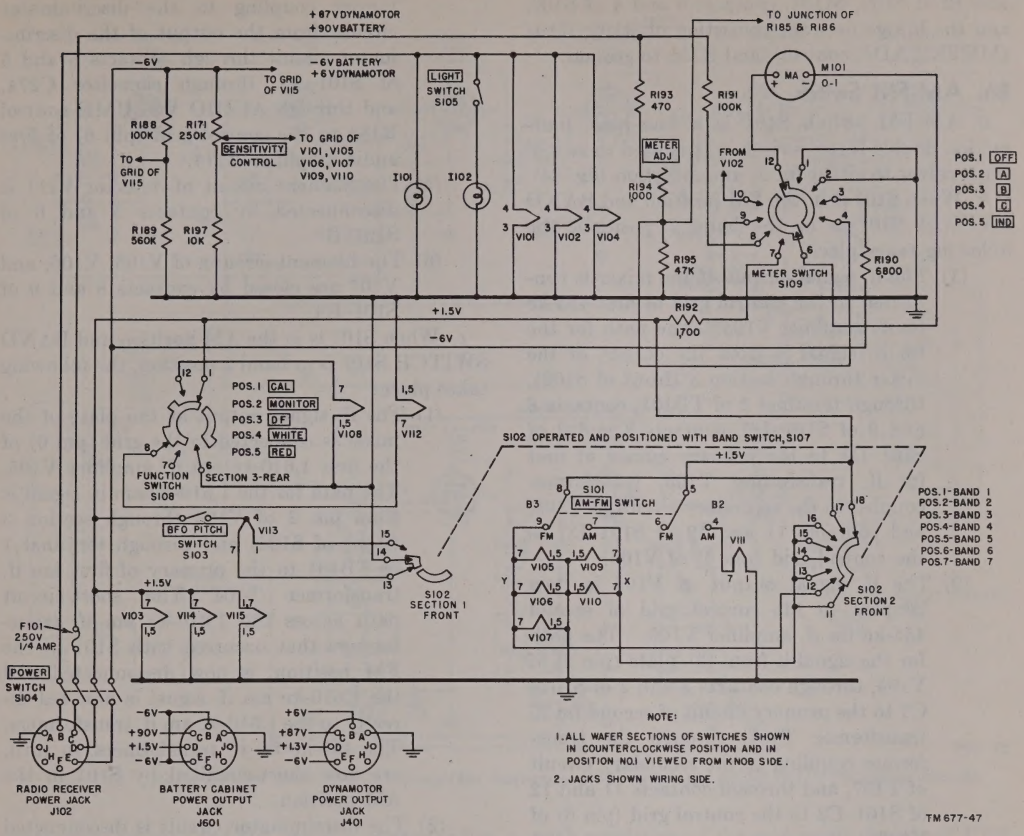

Figure 47. Radio Receiver R-395/PRD-1, diagram of power control circuits.
(fig. 47)
a. Figure 47 is a simplified power distribution diagram of the receiver. This diagram is very useful in locating troubles in the equipment.
(1) A dc filament voltage of 6 volts (positive from the dynamotor-power supply and negative from the battery box) is applied to the filaments of I 101, V101, V102, and V104. If LIGHT switch S105 is closed, this filament voltage is also applied to the filaments of I 102. The path is from pin B of power jack J102, through S104 and through the filaments (all connected in parallel) to ground.
(2) A dc filament voltage of +1.5 volts is applied from pin D of J102 through S104, through the parallel filaments of V103, V114, and V115 to ground. Filament voltage of +1.5 volts is applied to the filaments of V113 when BFO PITCH control switch S103 is closed. Filament voltage of +1.5 volts is applied to contact 1 of S108, to contact 5 on section B2 of S101, and contact 18 on section 2 (front of S102), and through R192 to contact 7 of S109.
(3) A negative 6-volt bias voltage is applied from pin E of J102 through S 104, through R190, to contact 3 of S109. This negative bias voltage is also applied to the grids of V101, V105, V106, V107, V109, and V110, through R171 (SENSITIVITY control) and R197, and to the grid of V115 through the voltage divider network consisting of R188 and R189.
(4) A voltage of +87 volts dc (B+ voltage) is applied from pin C of J102 through S104, through fuse F101, through R191 to contact 8 of S109; through R193, R194 (METER ADJ. control), and R195 to ground; and to the plate and screen cir-